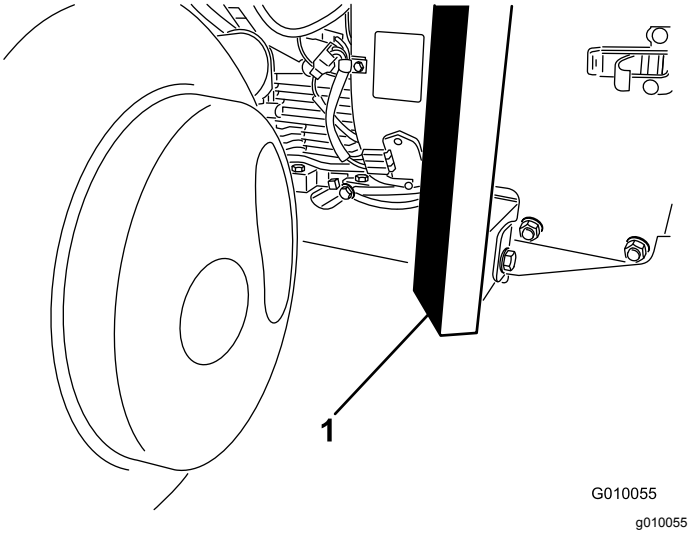

Figur 38
3. Placer donkraften forsvarligt under rammens forende (Figur 38).